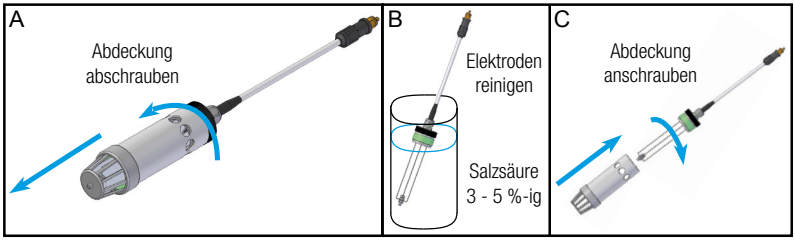

Abb. 12 A-C: Elektroden reinigen
3. Schrauben Sie die Abdeckung der Elektrolysezelle ab (siehe Abb. 12 A).
4. Entfernen Sie die Kalkablagerungen, indem Sie die Elektroden in Kalkentferner tauchen (siehe Abb. 12 B).
5. Schrauben Sie die Abdeckung an die Elektrolysezelle (siehe Abb. 12 C).